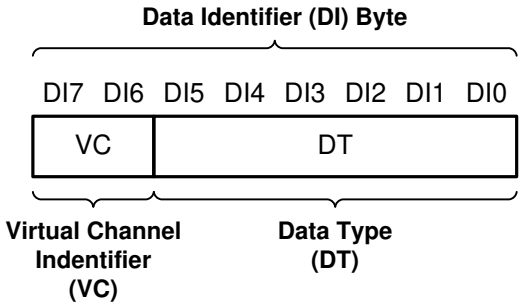

図 7-10. CSI-2 Data Identifier Structure
The DS90UB962-Q1 MIPI CSI-2 protocol interface transmits the data identifier byte containing the values for the virtual channel ID (VC) and data type (DT) for the application specific payload data, as shown in 図 7-10. The virtual channel ID is contained in the 2 MSBs of the data identifier byte and identify the data as directed to one of four virtual channels. The value of the data type is contained in the 6 LSBs of the data identifier byte. When partnered with a DS90UB935-Q1 serializer, the Data Type is passed through from the received CSI-2 packets.